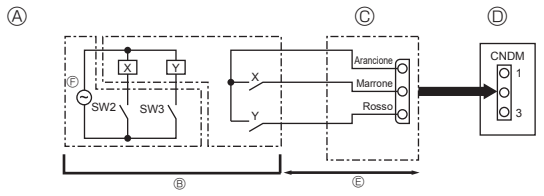

Fig. 8-2
8.2. Funzione a richiesta (modifica in loco) (Fig. 8-2)